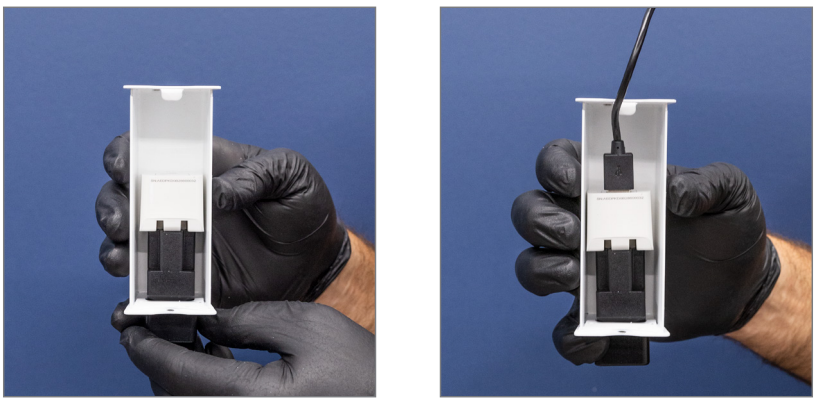

Figure 2
2. Connect the NEMA 5 PLUG to C14 CONVERTER then connect with cable USB TYPE A end comes from *GOOSENECK* to NEMA 5 PLUG. **(Figure 2)**